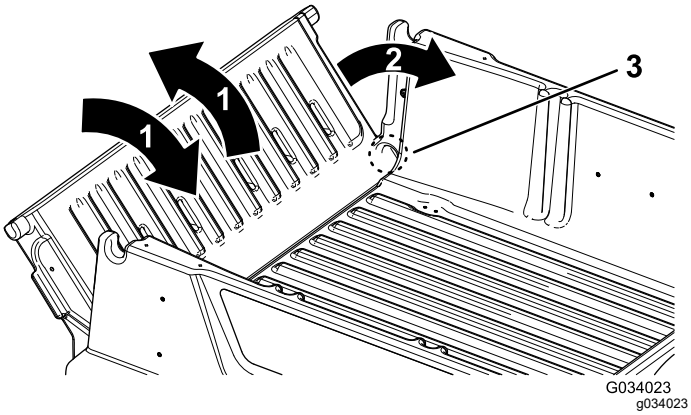

Figuur 19
2. Draai de achterlaadklep ongeveer in de 45°-stand (Figuur 19).
3. Beweeg de achterlaadklep enkele keren heen en weer met korte, schokkende bewegingen (Figuur 19).